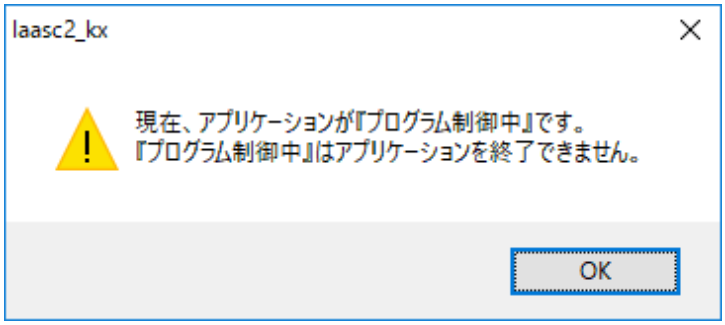

図 3-11 プログラム制御実行中の終了時ダイアログ
①プログラム制御実行中の場合、ダイアログが表示されます。(図 3-11)